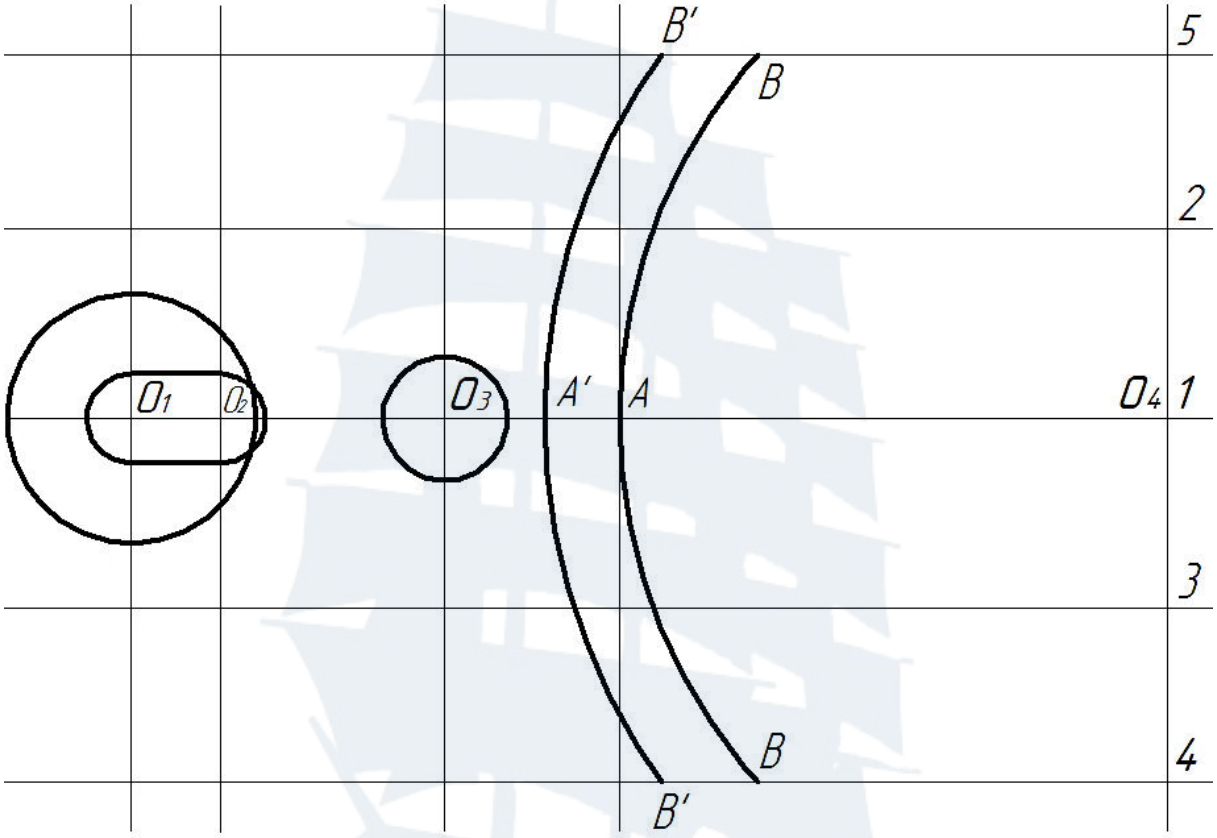

Рис. 126
13. Построить зеркальное отражение дуг **AB** и **A'B'**, построенных согласно п.п. 10 и 12 относительно линии 1, используя команду **Отразить зеркально** (рис. 126).